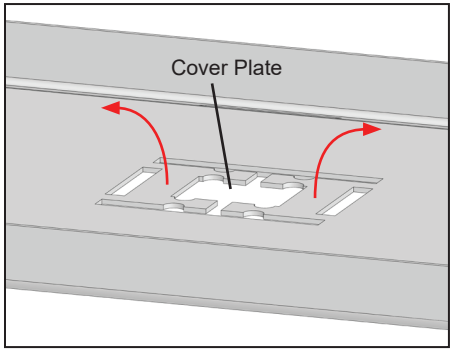

FIG 10
5. Remove Sensor Cover Plate (FIG 10)